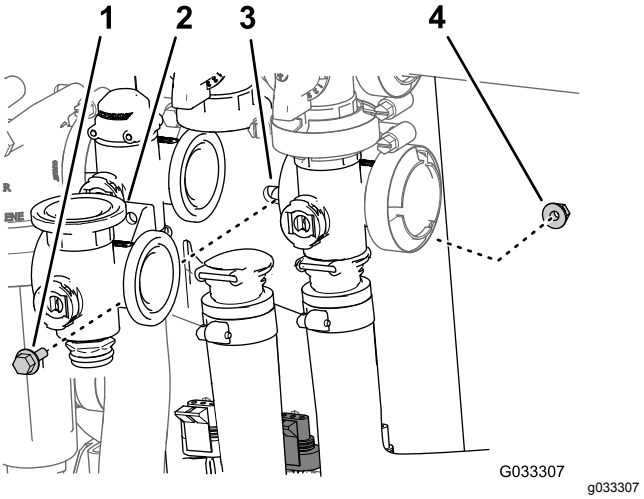

Figur 70
3. Afmonter flangehovedbolten og flangelåsemøtrikken, der fastgør omrøringsventilen til ventilbeslaget, og afmonter ventilmanifolden fra maskinen (Figur 70).